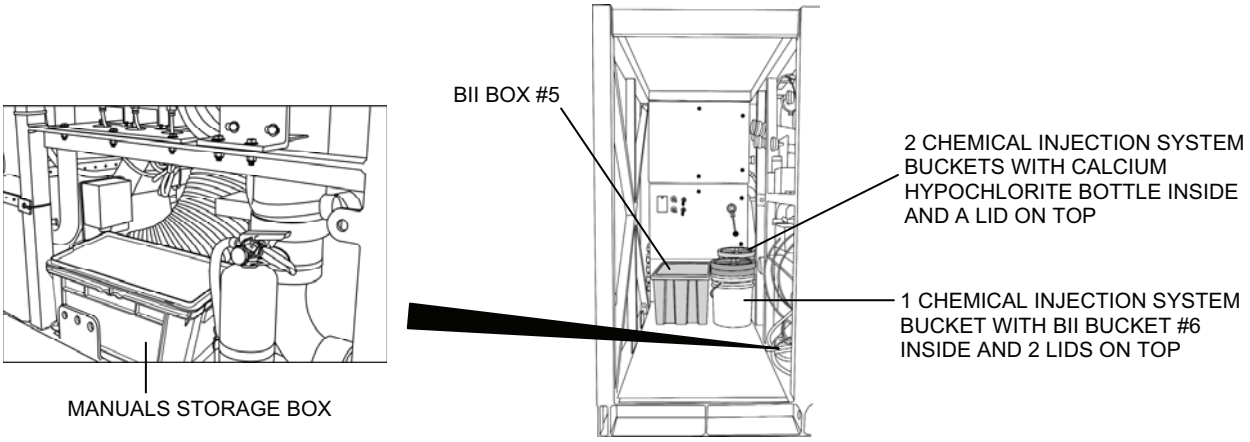

Figure 5. Operator Station Packout 1.
6. Set the manuals storage box under the chemical injection pumps next to the fire extinguisher (Figure 5).
9. Place the buckets on the floor, to the right side of the Power Distribution Panel, then place BII Box #5 beside them (Figure 5).